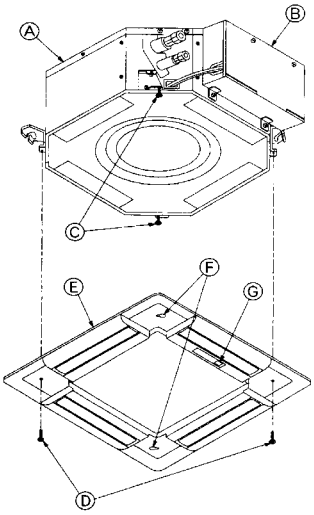

Fig. 8-6
8.3.2. Temporary installation of the grille (Fig.8-6)